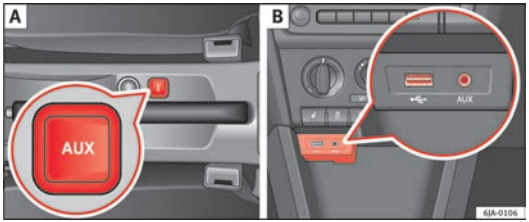

Fig. 40 AUX-IN input/MDI input
- in the centre console between the front seats ⇒ Fig. 40 - A;
- above the storage compartment in the front centre console ⇒ Fig. 40 - B;
The MDI input is located above the storage compartment in the front centre console ⇒ Fig. 40 - B;